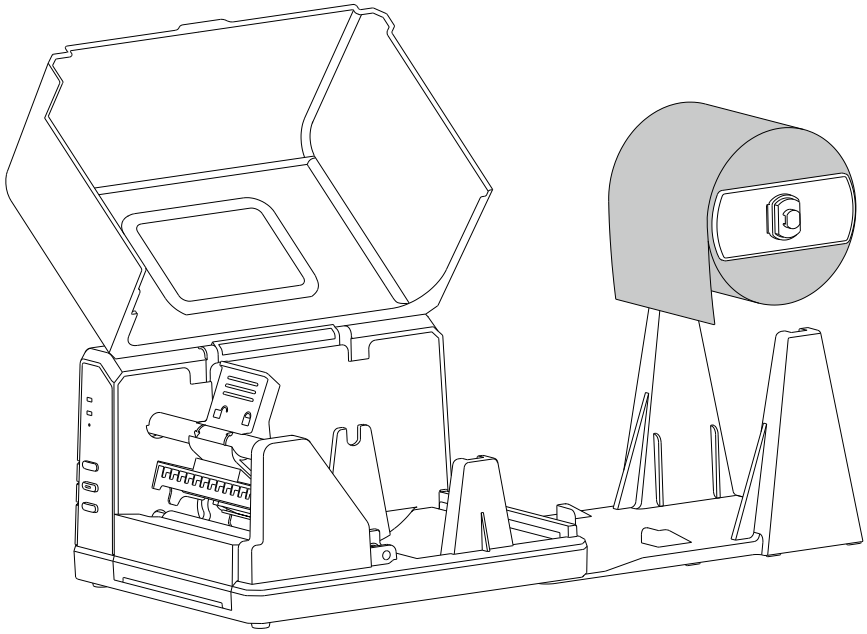

Figure 2-15 Load the Media
6. Position the media roll in the middle of the Spindle, using the ruler on the Media Spindle for alignment. See Figure 2-15.